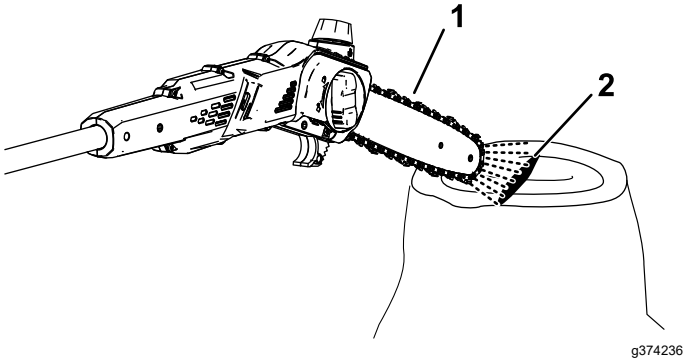

Figura 16
2. Para asegurarse de que el aceite fluye hasta la cadena, coloque la punta de la podadora de altura a unos centímetros de una superficie (por ejemplo, papel, cartón, un tocón) y arranque la podadora de altura; debe poder ver una pulverización ligera de aceite en la superficie (Figura 16).